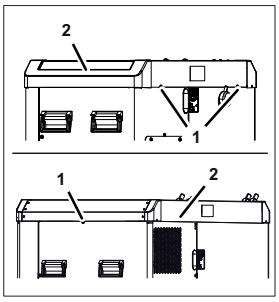

Fig. 25
1. Loosen/remove the relevant fastening bolt(s) (Fig. 25/1) from the relevant cover (Fig. 25/2).
2. Lift off the relevant cover (Fig. 25/2).
3. Position the new cover (Fig. 25/2) on the unit by first inserting one side with the bolts in the grooves and then lowering the cover onto the unit.
4. Attach the cover (Fig. 25/2) using the fastening bolt(s) (Fig. 25/1).